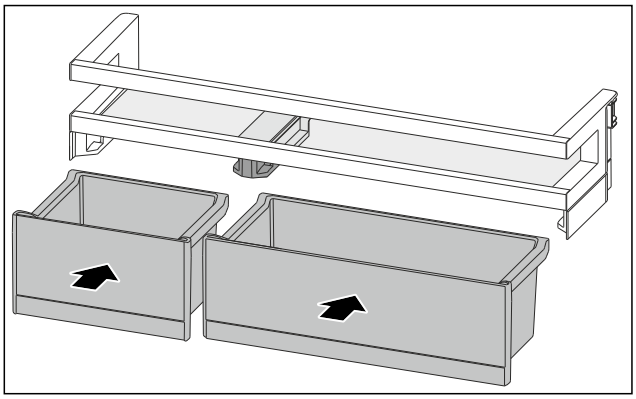

Fig. 159
▶ Ievietojiet VarioBox samainītajā kārtībā. (skat. Fig. 159)